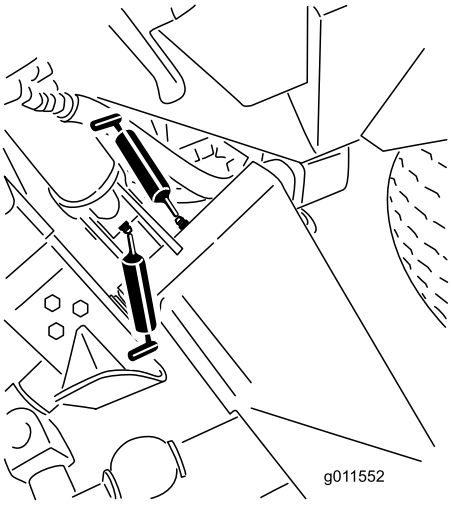
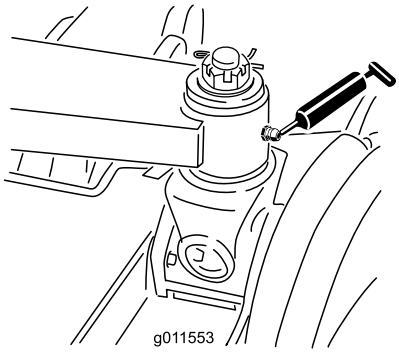

Рисунок 43
Рисунок 44
- Втулки главных подъемных рычагов (6 шт.) (Рисунок 43 и Рисунок 44)